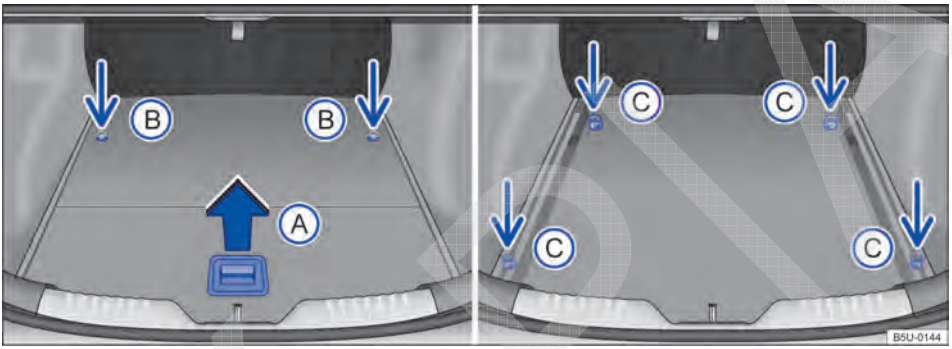
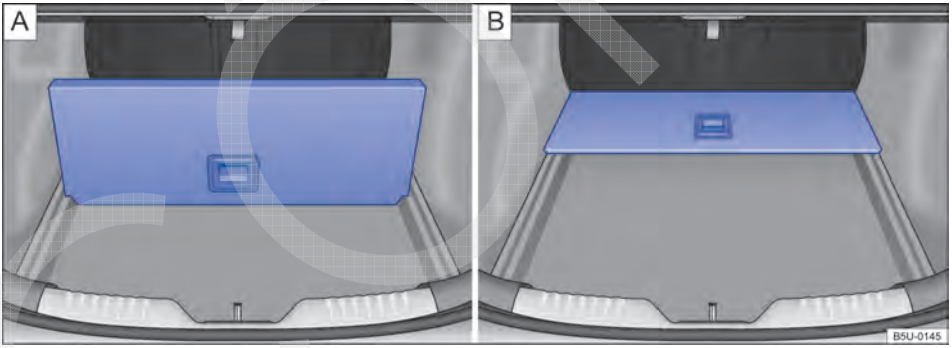

Fig. 77 No compartimento de bagagem: abertura e remoção do porta-objetos.
Fig. 78 No compartimento de bagagem: utilização do porta-objetos.
– Para *abrir*, puxar a alça → Fig. 77 Ⓐ para cima e deslizar a tampa para o interior do veículo. A tampa do porta-objetos pode ser aberta parcialmente até a posição → Fig. 78 Ⓐ ou totalmente até a posição → Fig. 78 Ⓑ. A tampa do porta-objetos é articulada com duas dobras para facilitar o manuseio.
– Para remover a tampa, soltar os parafusos de fixação → Fig. 77 Ⓑ.
– Soltar os parafusos de fixação → Fig. 77 Ⓒ para remover as barras laterais do porta-objetos, uma de cada vez. Existem dois parafusos por dentro do porta-objetos e dois parafusos por fora do porta-objetos.